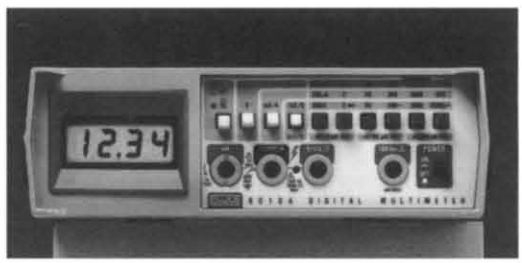
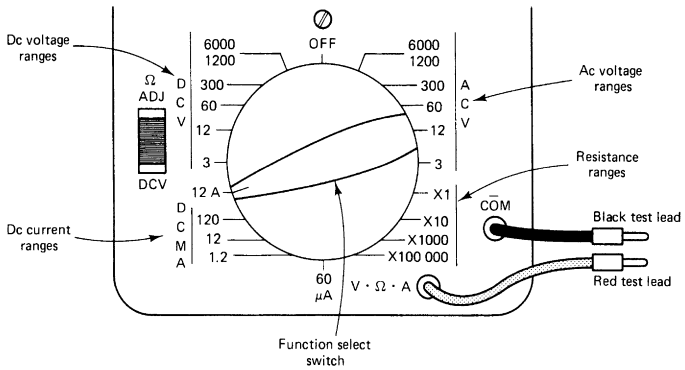
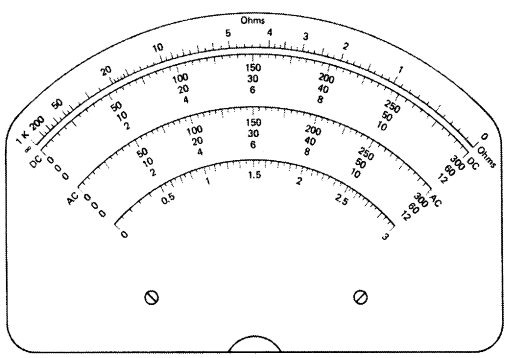
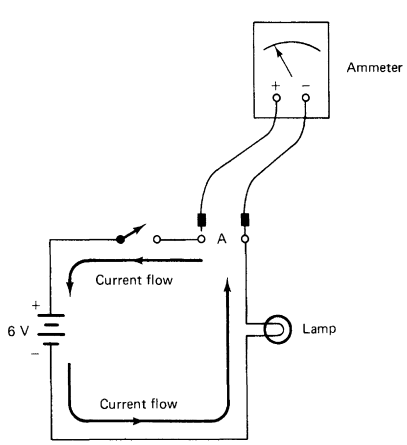

FIGURE 2-1 Meter used to measure electric quantities.
FIGURE 2-2 Controls of a typical VOM.
FIGURE 2-3 VOM scale.
FIGURE 2-8 Meter connection for measuring dc current.
A volt-ohm-milliammeter (VOM) or multimeter such as the one shown in Fig. 2-1 is often used for doing electric work. A multimeter is used to measure resistance, voltage, or current. The operator changes the type of measurement by adjusting the *function-select switch* to the desired measurement. Figure 2-2 shows the controls of a common type of VOM. This type of meter also is called an *analog meter*. We will discuss the analog meter so you will learn to interpret scales for resistance, voltage, or current measurement. A digital meter uses the same basic rules but is easier to read.
Refer again to Fig. 2-2. The red test lead is put in the hole, or jack, marked with V-Ω-A, or volts-ohms-amperes. The black test lead is put in the hole or jack labeled –COM, or negative common. The function-select switch should be placed on one of the resistance ranges. When the test leads are touched together, or "shorted," the meter needle moves from the left side of the meter scale to the right side. This test shows that the meter is operational.
Now study the scale of the meter. Figure 2-3 shows the scale of one type of VOM. The top scale, from 0 to infinity (∞), is labeled *Ohms*. This scale is used for measuring ohms only. On most VOMs, the top scale is the resistance or ohms scale. To measure any resistance, first select the proper meter range. On the meter range shown in Fig. 2-2 the four ranges, ×1, ×10, ×1000, and ×100,000, are called *multipliers*. The ohmmeter must be properly zeroed before an attempt is made to measure resistance accurately. To *zero* the ohmmeter properly, touch the two test leads together. This should cause the needle to move from infinity (∞) on the left to zero (0) on the right. Infinity represents a very high resistance. Zero represents a very low resistance. If the needle does not reach zero or goes past zero when the test leads are touched or shorted, the control marked *ohms adjust* is used. The needle is adjusted to zero when the test leads are touched together. The ohms-adjust control is indicated by ΩADJ in Fig. 2-2. The ohmmeter should be zeroed before every resistance measurement and after changing ranges. If the meter is not zeroed, measurement will be incorrect.
Resistance tests are sometimes called *continuity checks.* A continuity check is made to see whether a circuit is open or closed (a continuous path). An ohmmeter also is used to measure exact values of resistance. Resistance always must be measured with no voltage applied to the component being measured. The ohmmeter ranges of a VOM are used to measure resistance. Electrical technicians often use this type of meter because it measures resistance, voltage, or current. When the rotary function-select switch is adjusted, the meter can be set to measure resistance, voltage, or current. The meter switch shown in Fig. 2-2 has the following settings:
It is important to be able to read the scale of the meter. The top scale shown in Fig. 2-3 is labeled with a zero on the right side and an infinity (∞) sign on the left side. This scale is used for measuring resistance only. The most accurate readings are made when the meter needle moves to somewhere between the center
Voltage is applied to electric equipment to cause it to operate. It is important to be able to measure voltage to check the operation of equipment. Many electric problems develop because either too much or too little voltage is applied to the equipment. A voltmeter is used to measure voltage in an electric circuit. A VOM also can be used to measure voltage. In the controls of the VOM in Fig. 2-2 the voltage ranges are 3, 12, 60, 300, 1200, and 6000 V. When the function-select switch is adjusted to 3 V on the dc volts range, the meter measures up to 3 V. The same is true of the other ranges of dc voltage. The voltage value of each range is the maximum value of voltage that may be measured with the VOM set on that range.
It is easy to become familiar with the part of the meter scale that is used to measure dc voltage. Refer to the VOM scale of Fig. 2-3. The part of the scale below the ohms scale is the dc voltage scale. This scale usually is black. There are three dc voltage scales: 0 to 12 V, 0 to 60 V, and 0 to 300 V. All dc voltages are measured with one of these scales. Each of the dc voltage ranges on the function-select switch corresponds to a number on the right side of the meter scale or a number that can be easily multiplied or divided by 10 to equal the number on the function switch.
A dc voltmeter or the dc voltage ranges of a VOM are used to measure dc voltage. The upper left part of the VOM function-select switch of Fig. 2-2 is used for measuring dc voltage. The dc voltage ranges are 3, 12, 60, 300, 1200, and 6000 V.
Most VOMs can be used to measure dc current. Refer to the controls of the VOM shown in Fig. 2-2. The function-select switch may be adjusted to any of five ranges of direct current, 12 A, 120 mA, 12 mA, 1.2 mA, and 60 μA. For example, when the function-select switch is placed in the 120 mA range, the meter is capable of measuring up to 120 mA of current. The value of the current set on the range is the maximum value that can be measured on that range. The function-select switch should first be adjusted to the highest range of direct current. Current is measured by connecting the meter into a circuit, as shown in Fig. 2-8. This is referred to as connecting the meter in *series* with the circuit.
Current flows from a voltage source when a device that has resistance is connected to the source. When a lamp is connected to a battery, a current flows from the battery through the lamp. In the circuit of Fig. 2-8, electrons flow from the negative battery terminal, through the lamp, and back to the positive battery terminal. Electrons are so small that the human eye cannot see them, but their movement can be measured with an ammeter.
As the voltage applied to a circuit increases, the current increases. If 12 V is applied to the lamp in Fig. 2-8, a larger current flows through the lamp. If 24 V is applied to the same lamp, an even larger current flows. As resistance gets smaller, current increases. Resistance is the opposition to current flow. When a circuit has more resistance, it has less current flow.
Refer to the dc current ranges of the VOM shown in Fig. 2-2. The ranges begin with 12 A. The next ranges are for measuring 120 mA, 12 mA, 1.2 mA, and 60 μA. There are a total of five current ranges. The function-select switch is adjusted to any of these five ranges for measuring dc. When measuring current, make it a habit to start with the meter set on its highest range. Then move the range setting to a lower value if the meter needle moves only a small amount. The most accurate reading is obtained when the meter needle is between the center of the scale and the right side. The same scales on the VOM often are used for measuring dc and dc voltage.
The proper procedure for measuring current through point *A* in the circuit of Fig. 2-8 is as follows: